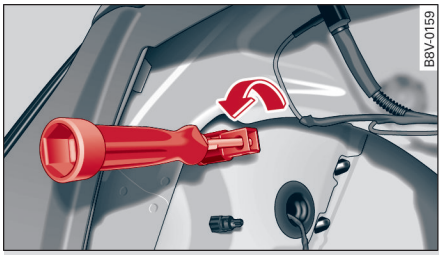

图 271 在行李箱端松开尾灯（左侧示例）
- 将螺丝刀作为旋转辅助工具插入固定螺栓的水平开孔 ⇨ *图 271*。